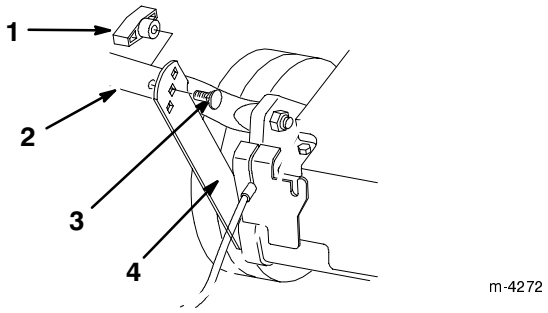

Figure 2
1. Remove the four handle bolts and knobs in the lower handle (two bolts have a flat cap and the other two have a contoured cap to fit the handle) (Fig. 2).
2. Swing the lower handle back and the support brackets up, aligning the brackets with the holes in the handle (Fig. 2).
3. Secure the handle to the support brackets with the two flat handle bolts and two knobs, using the height adjustment holes on the brackets that best fit your height (Fig. 2).